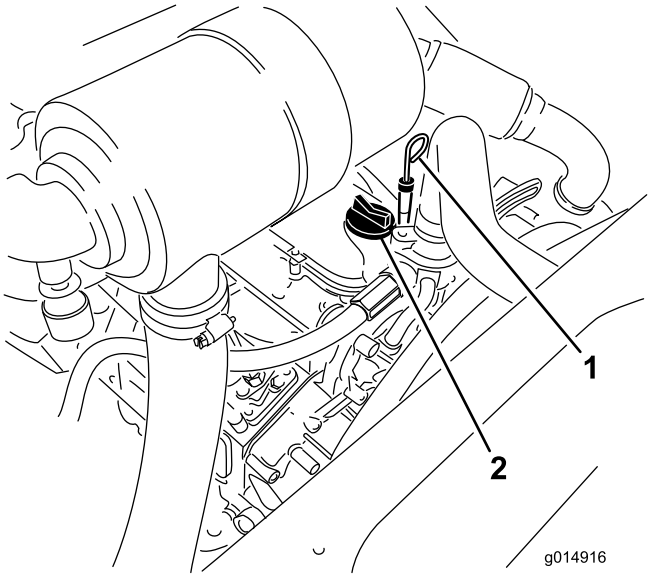

Figura 44
3. Retire la varilla, límpiela, y vuelva a colocarla (Figura 44).
5. Si el nivel de aceite está por debajo de la marca Lleno, retire el tapón de llenado (Figura 44) y añada aceite hasta que el nivel llegue a la marca Lleno.